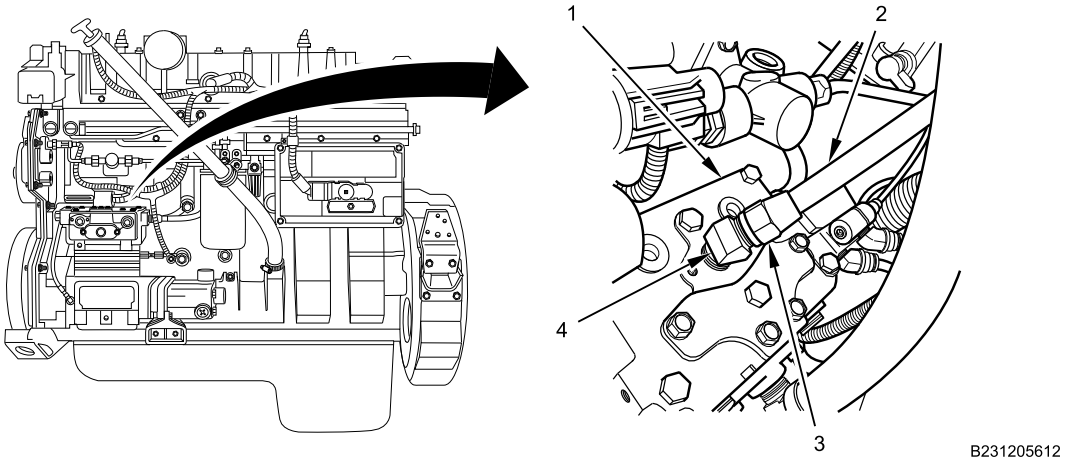

Figure 15. Air Compressor Connection.
18. Tighter air compressor delivery tube (Figure 15, Item 2) compression fitting (Figure 15, Item 3) at angle elbow (Figure 15, Item 4) on air compressor (Figure 15, Item 1) securely.